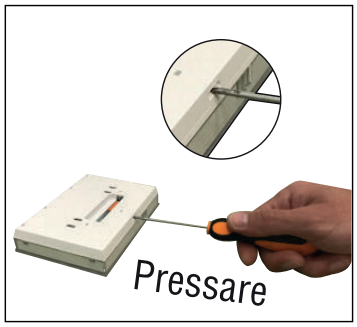

Fig. 1A
1. Sganciare la base dal cronotermostato facendo leva nella fessura centrale in basso (Fig.1A, 1B).